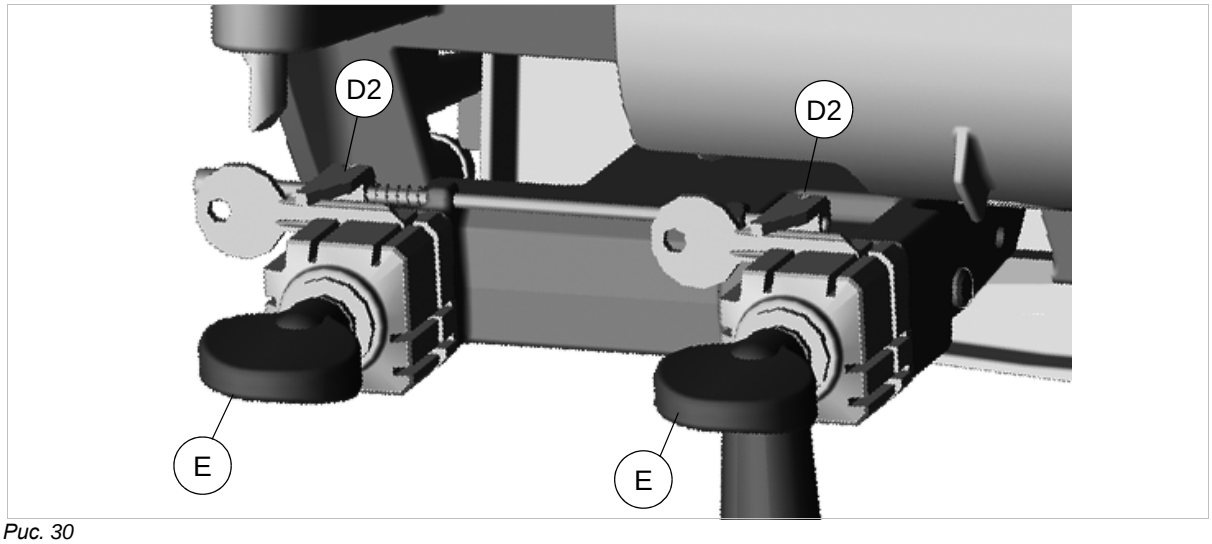

Рис. 30
b) стопор ключа находится напротив калибровочных планок (D2) (рис. 30);
2) зафиксируйте ключ, завернув зажимы рукоятками (E).